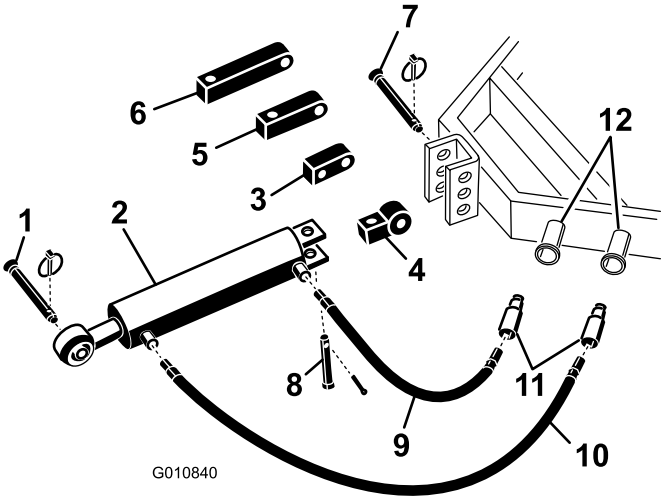

Figur 5
1. Fäst kopplingsänden på den hydrauliska topplänken på traktorn med de sprintar som levererades med traktorn (Figur 5). Placera den hydrauliska topplänken så att stavänden är riktad mot luftaren. Cylinderportarna ska placeras vända mot traktorns hjälphydraulik.
Obs: Om hydraulicylindern måste placeras med portarna vända uppåt justerar du cylindern med hjälp av rotationsblocket i stället för standardmonteringsblocket (Figur 5).
A. Avlägsna saxpinnen och sprinten som håller fast standardförbindelselänken på cylindern (Figur 5). Ta bort förbindelselänken från cylindern.
B. Montera rotationsblocket på cylindern med de sprintar som togs bort tidigare (Figur 5).
2. Anslut den 107 cm långa hydraulslangen till den hydrauliska topplänkens port som finns närmast luftaren Figur 5. Använd teflontejp eller rörgängtätning på slanggängorna för att förhindra eventuella läckor.
3. Anslut den 75 cm långa hydraulslangen till den hydrauliska topplänkens port som sitter närmast traktorn Figur 5. Använd teflontejp eller rörgängtätning på slanggängorna för att förhindra eventuella läckor.
Om hydraulicylindern inte når fram till luftarens monteringsfäste använder du ett förlängningsblock i stället för standardmonteringsblocket när du ansluter cylindern till traktorn (Figur 5).
B. Montera förlängningsblocket med önskad längd på cylindern med de sprintar som togs bort tidigare (Figur 5).